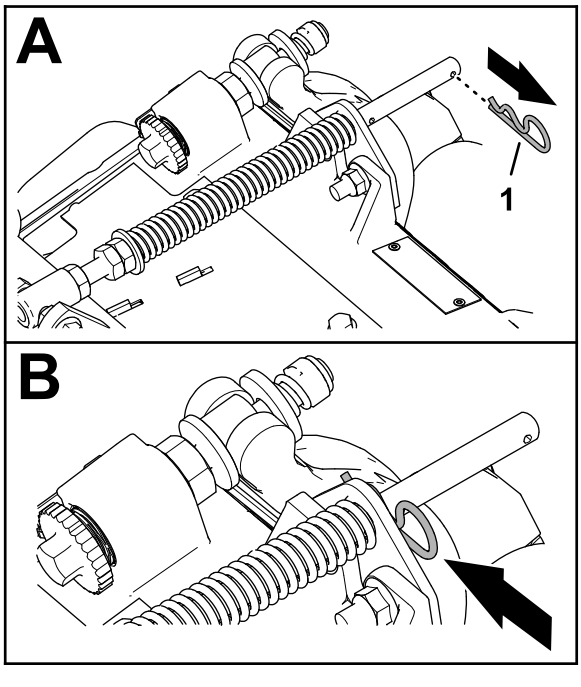

Figura 16
1. Dacă tiftul în formă de agrafă este montat în orificiul din spatele tijei arcului de compensare, îndepărtai tiftul i introducei-l în orificiul din apropierea suportului (Figura 16).